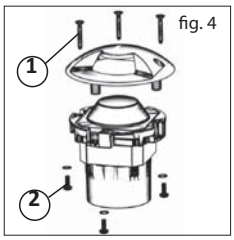

fig. 4
- dévisser les vis (1) de Fig.4 et retirer l'appareil du coffrage.
- dévisser les vis (2) de Fig.4 pour ouvrir l'appareil.